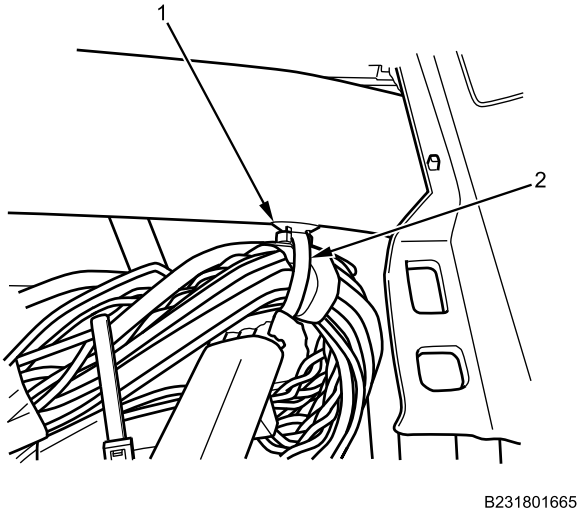

Figure 25. IP Wiring Harness Cable Lock Straps.
19. Install new right side wiring harness cable lock strap (Figure 25, Item 2) on IP wiring harness bundle and IP brace cable lock strap retainer (Figure 25, Item 1) through IP right side closeout opening.